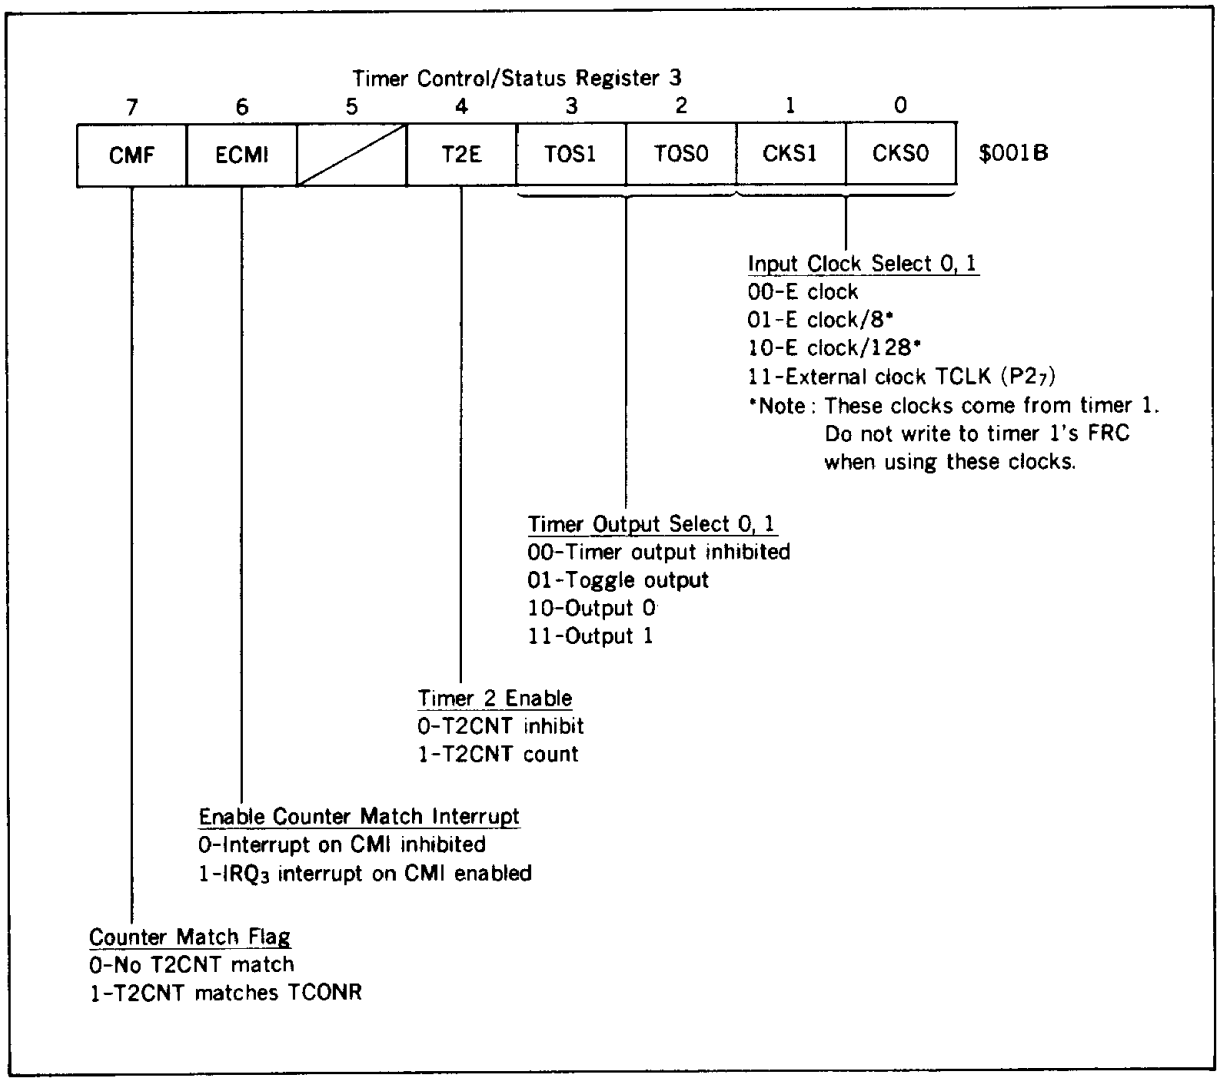

Figure 30. Timer Control/Status Register 3
Timer Control/Status Register 3 : Timer control/status register 3 (TCSR3 : $001B ; figure 30) is a 7-bit register. All bits can be read and all bits except for bit 7, CMF, can be written to. CMF can only be cleared, not set. The TCSR3 is cleared at reset.
- CKS0, CKS1 : CKS0 and CKS1 select timer 2's input clock as shown in figure 30. When an external clock is selected, $P2_7$ will be the clock input automatically.
- TOS0, TOS1 : TOS0 and TOS1 select the output that occurs on a counter match as shown is figure 30.